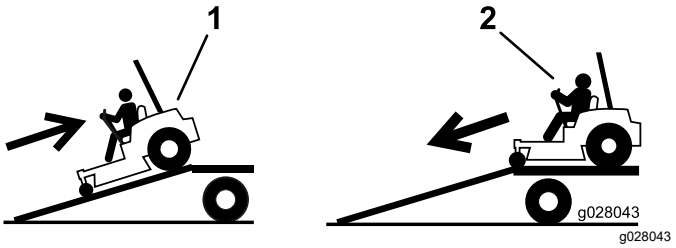

Figuur 36
4. Rij de machine achteruit op de oprijplaat (Figuur 36).
2. Rij de machine vooruit de oprijplaat af (Figuur 36).